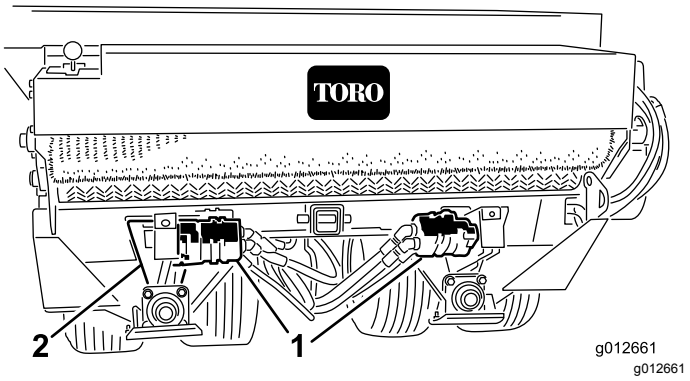

Figur 17
2. Løsne låseboltene og mutterne som fester den hydrauliske motoren/pumpen til akselunderstellet (Figur 17).
3. Roter motortannhjulenheten (Figur 17) til hjuldriftkjedet gir etter 3,2 mm.